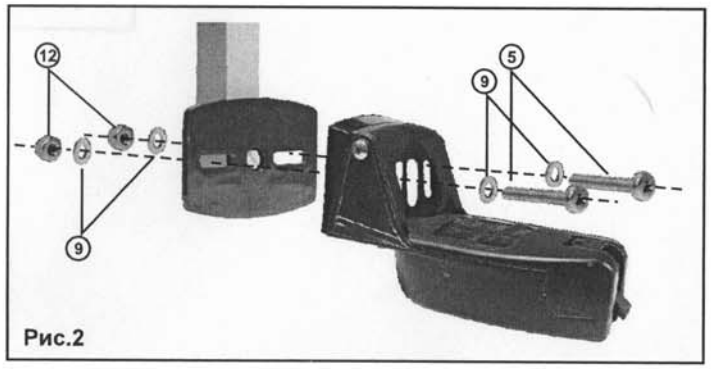

Рис.2
В некоторых случаях, при установке датчика с помощью боковых пазов (рис. 2) может помешать винт крепления насадки к перемещаемой трубке. В этих случаях можно закрепить датчик, используя центральное резьбовое отверстие в перемещаемой трубке и один из боковых пазов насадки, с помощью подходящих для этого винтов.
2. Датчик эхолота крепится с помощью пластиковой насадки (3) (рис.2). При этом используется пластиковый кронштейн в виде площадки, который поставляется в комплекте с датчиком эхолота.
Конструкции большинства моделей датчиков позволяют использовать как первый, так и второй способ установки. Однако существуют датчики специфической конструкции, которые могут быть установлены только с помощью пластиковой насадки. Такие датчики устанавливаются в сборе (с использованием крепежных элементов, поставляемых с датчиком эхолота), посредством крепления пластикового кронштейна-площадки к пластмассовой насадке двумя винтами (5) (рис.2).